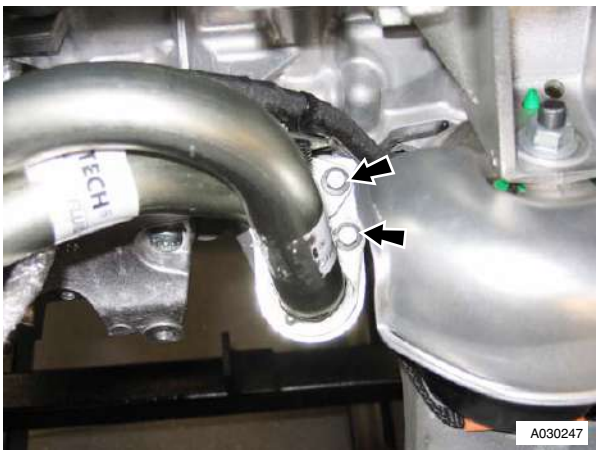

Figure 6
9. Remove bolts (x2) that attach the inlet and outlet oil pipes to sump (refer to Figure 6).